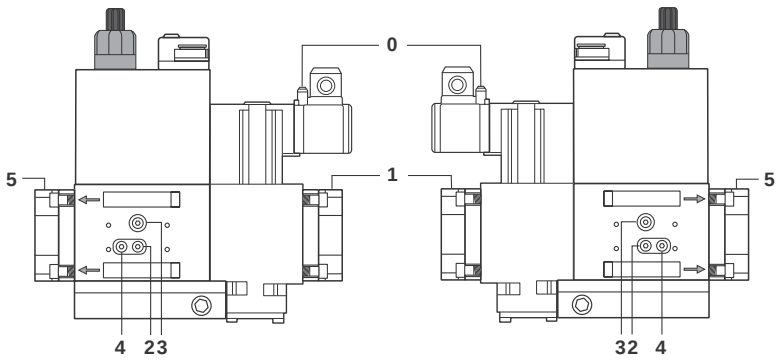
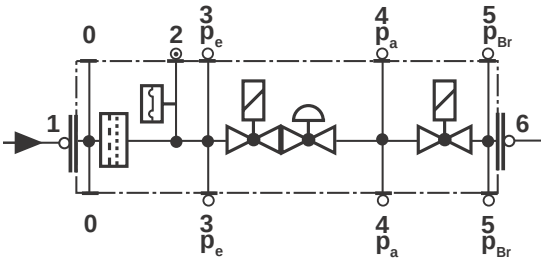

Fig. 30
Fig. 31
- Change the filter if the pressure difference between pressure connection 1 and 2 (Fig. 30-Fig. 31) $\Delta p$> 10 mbar.
- Change the filter if the pressure difference between pressure connection 1 and 2 (Fig. 30-Fig. 31) is twice as high compared to the last check.